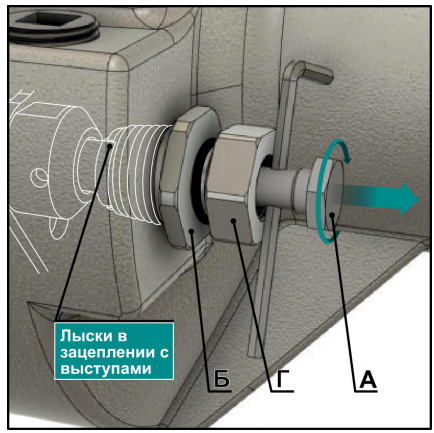

Рис. 25
3.25 Вращая ключ по часовой стрелке, одновременно вытягивайте фитинговый болт «**А**», пока лыски на основании штока не войдут в зацепление с технологическими выступами на резьбе направляющей втулки «**Б**» и шток полностью не выйдет из втулки. (**Рис. 25**)